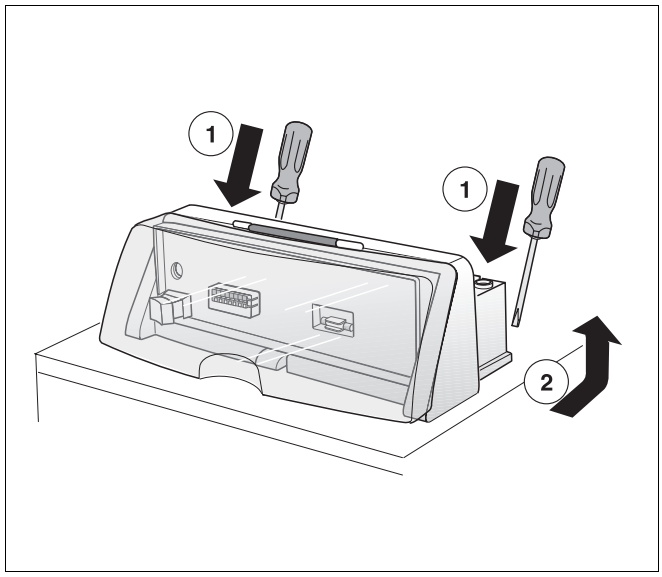

Рис. 5 Снятие системы управления с отопительного котла
- Снять с крюков, используя отвертку (рис. 5).